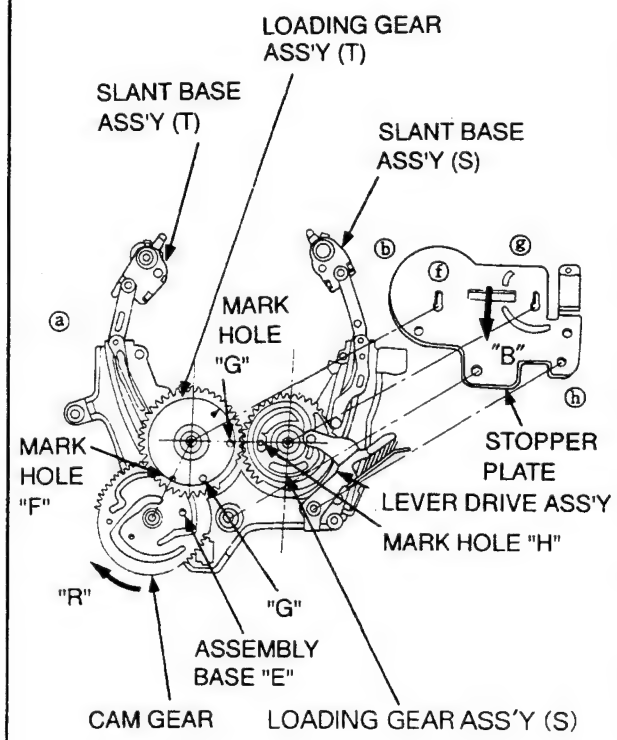

Fig. 4-2-11-3
(7) Stick the Slant Base Ass'y(S) in the Lever Hold of Loading Gear Ass'y(S) and Set the Stopper Washer. (Fig. 4-2-11-2)
(8) Apply the Oil 1/2 drop in the Pin "C" of Loading Base Sub Ass'y. (Fig. 4-2-11-2). Go in gear the teeth of Loading Gear Ass'y(S) with the teeth of Loading Gear Ass'y(T).
Fix the Loading Gear Ass'y(S) in the Pin "C" and check the Guide Hole "H" is placed in the straght line between Pin "B" and Pin "C", After Assembly, Pin "B", Guider Hole "G", Guider Hole "H" and Pin "C" are placed on the straight line. (Fig. 4-2-11-3)
(9) Stick the Pin(S) Head of Loading Gear Ass'y(S) in the Guide Way "B" of Loading Base Sub Ass'y. (Fig. 4-2-11-3)
(10) Rotate the Cam Gear to the direction of "R" Stick the part "C" of Slant Base Ass'y(T) and part "D" of Slant Base Ass'y(S) in the Guide Way "A" and "B" of Loading Base Sub Ass'y and then rotate the Cam Gear to the direction of "R" until the rotaty is stopped.
(11) Apply the Grease on the deviant Lines of Cam trace formed on the Gear. (Fig. D)
(12) Apply the Oil 1/2 drop in the Pin "D" of Loading Base Sub Ass'y. (Fig. 4-2-11-3)
(13) During sticking the Lever Drive Ass'y in the Pin "D" of Loading Base Sub Ass'y, stick the Pin "L" of Lever Drive Ass'y in the inside of Cam trace on the Loading Gear(S). (Fig. D, part "E")